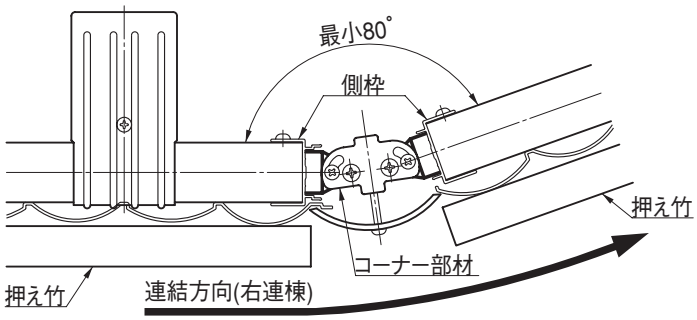
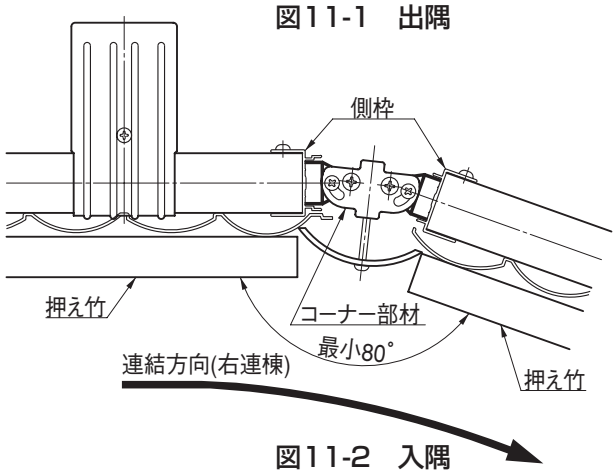
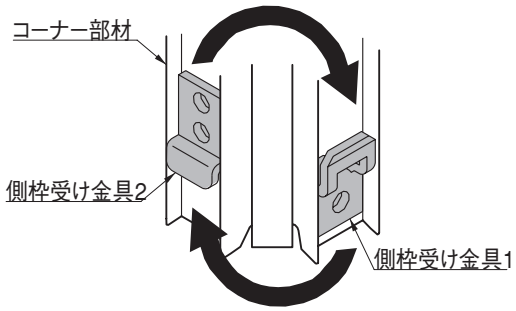

図11-1　出隅
図11-2　入隅
図11-3
❶図11-1、図11-2を参照しコーナー部材の向きを決めてください。
- コーナー部材の金具は図11-2の場合に合わせてセットされています。
- 図11-1の場合、または左連棟のときのみ側枠受け金具の位置を交換してください。(図11-3参照)
- 図11-2の場合は、コーナーカバーを取付け後、押え竹を現合にて切断する場合がありますので、ユニットパネルの押え竹をはずしておいてください。